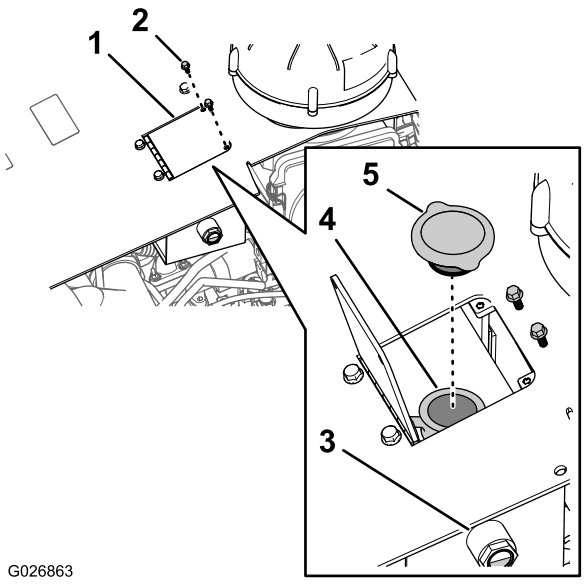
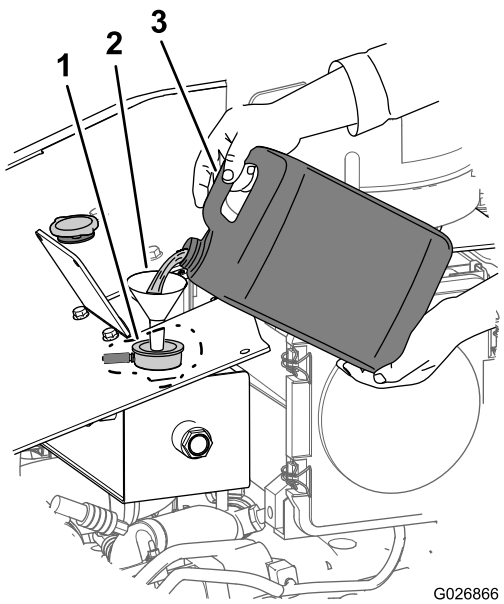

Figura 97
Figura 104
4. Verificate il livello del refrigerante controllando la spia di livello sul lato del serbatoio di sovraccarico (Figura 97).
A. Togliete i 2 bulloni a testa esagonale che fissano la porta del serbatoio al cofano della macchina e aprite la porta del serbatoio (Figura 97).
B. Togliete il tappo dal serbatoio di recupero e aggiungete del refrigerante fino a portarne il livello a metà della spia di livello (Figura 97).
2. Togliete i 2 bulloni a testa esagonale che fissano la porta del serbatoio al cofano e aprite la porta (Figura 97).
3. Rimuovete il tappo del serbatoio di recupero dal serbatoio (Figura 97).
1. Rimuovete il tappo del radiatore dal serbatoio di recupero (Figura 97).
2. Rifornite l'impianto di raffreddamento con la miscela di refrigerante specificata (Figura 104) fino a portarne il livello a metà della spia di livello (Figura 97).
3. Montate il tappo del serbatoio di recupero (Figura 97).